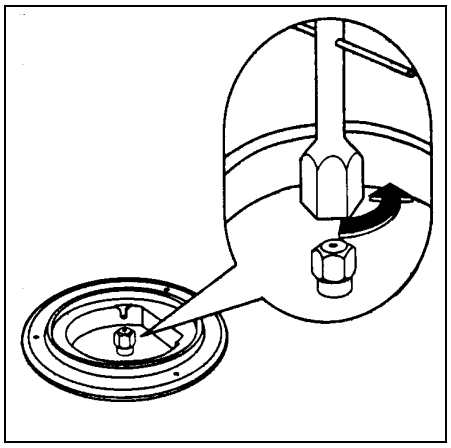

fig.17
3. Avec une clé douille de 7, dévissez les injecteurs (fig. 17) et remplacez-les par ceux convenant au type de gaz utilisé (voir tableau n°1).